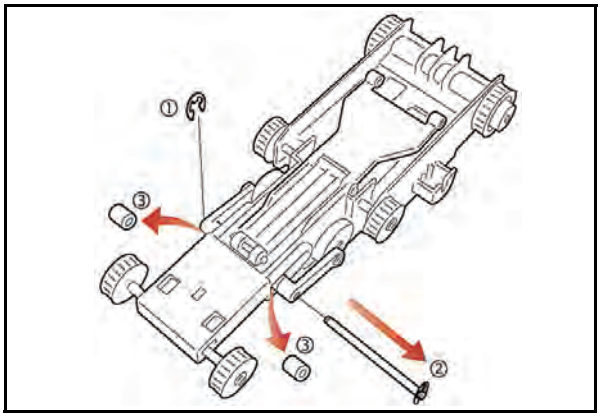

Figure 4-15 Shaft and Sleeve Spacer Removal
3. Remove one of the shaft retaining E-clip Rings, and pull the shaft out of the pusher arm; then remove the two sleeve spacers (See Figure 4-15 ① through ③).